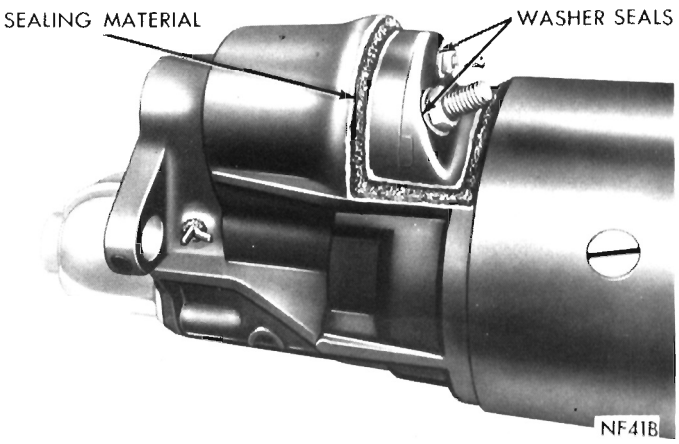

Fig. 25—Sealing Brush Holder Plate
(21) Install thrust washer (fiber) and washer (steel) on armature shaft.
(22) Position starter end head assembly and install starter frame lockwashers and through bolts. Tighten through bolts securely.
(23) Clean area at the joint between brush holder plate to field frame and gear housing mating joint. Apply a bead of brush plate sealer Part NO. 2421847 around the four sides of the joint (Fig. 25).